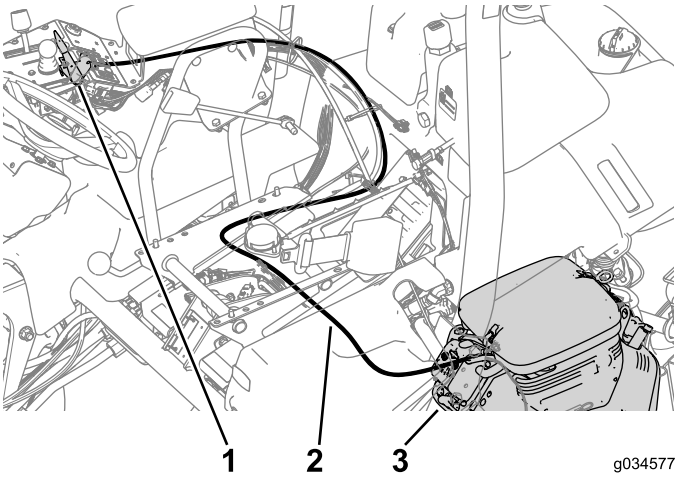

**Figura 18**
1. Siga o caminho do cabo original para encaminhar o novo cabo do estrangulador do ar e prenda-o à estrutura com braçadeiras de cabo (Figura 18).
2. Ligue o cabo ao controlo do ar no motor (Figura 18).